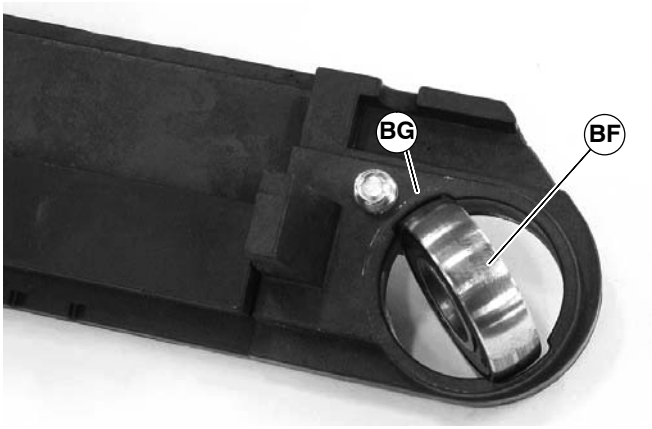

Figure 39
1. Turn bearing (BF of Figure 39) to align with slots (BG) in head plate. Then remove bearing.